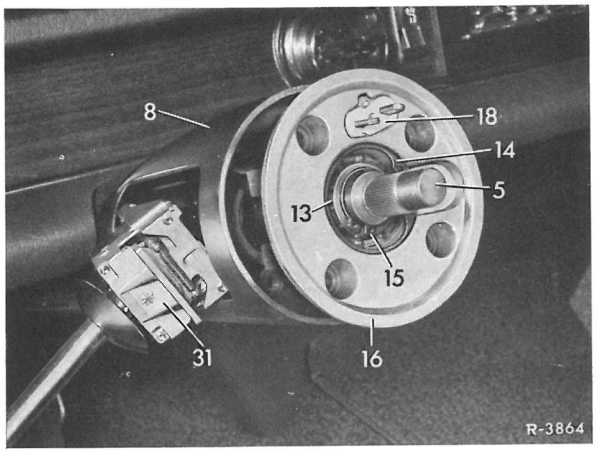

Fig. 46-7/5
18 Rataksel(5)samt lejeplade (16)indføres i ratsøjlen.Herun-der påses det,at styretappen (23)med den nederste Vulkollan-ring griber rigtigt ind i skif-terøret(26)(kun på vogne med ratgear).Lejepladen befæstes i ratsøjlen med unbrakoboltene (17)(fig.46-7/1,2,4,og 5).